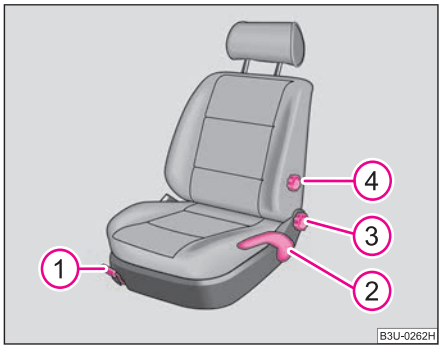

Fig. 54 Controls at driver seat
– Pull the lever (1) ⇒ fig. 54 up and push the seat into the desired position.
– Release the lever (1) and push the seat further until the lock is heard to engage.
– Lift the seat if required by pulling or pumping lever (2) ⇒ fig. 54 upwards.
– Lower the seat if required by pushing or pumping lever (2) downwards.